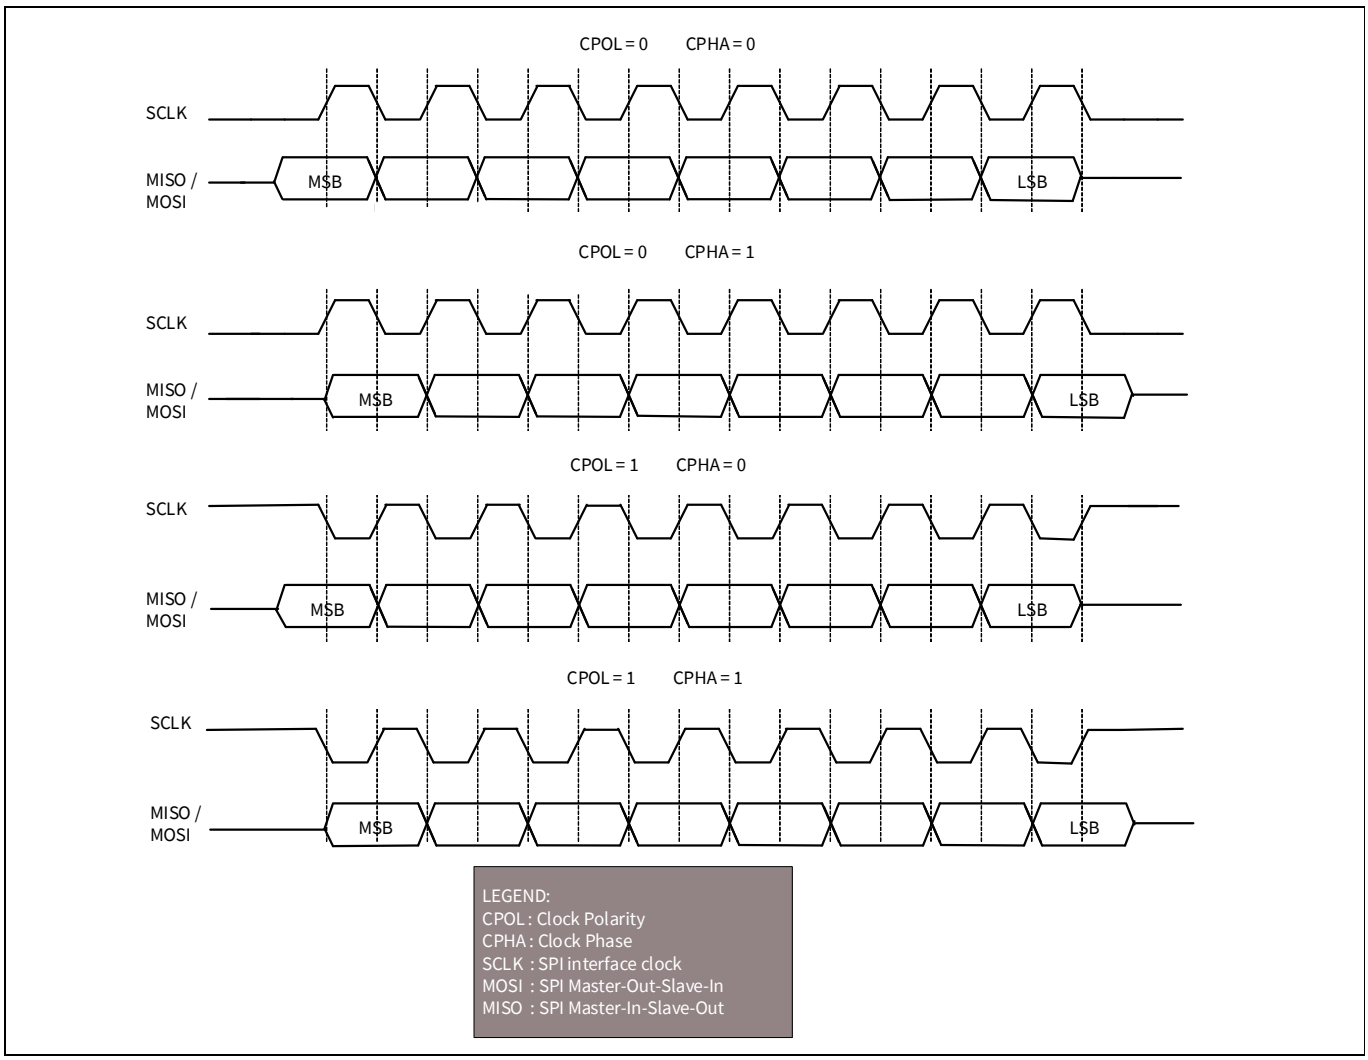

**Figure 18-2. SPI Motorola, 4 modes**
**Figure 18-2** illustrates driving and capturing of MOSI/MISO data as a function of CPOL and CPHA.